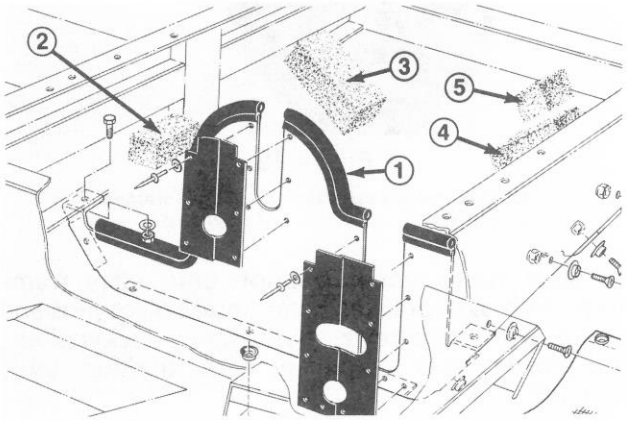
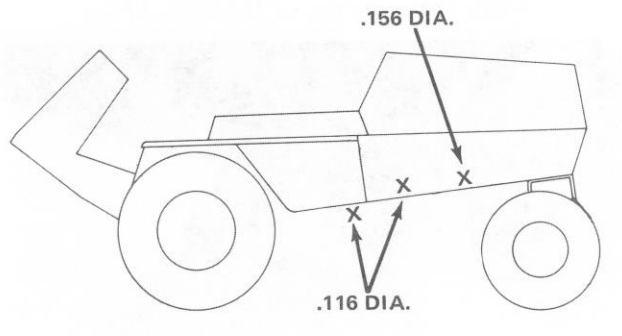

Figure 14
Figure 16
4. Install front engine shield. Tilt the bottom shield forward and lift sliding the rubber inserts over the drive shaft and PTO drive shaft. Bolt shield to channel with 3/8 - 16 x 7/8" bolts, lockwashers and nuts (Fig. 14).
8. Stretch screen up over left side of unit and locate and drill one (1) .116 dia. hole thru bottom flange of left frame channel, just forward of front engine shield (behind battery box) (Fig. 16).
9. Locate and drill one (1) .116 dia. hole thru side channel for middle snap stud (Fig. 16).
10. Locate and drill one (1) .156 dia. hole thru left side frame and engine strap for middle snap stud (Fig. 16).
11. Stretch screen across rear engine strap and locate and drill five (5) .156 dia. holes thru strap.
12. Attach four (4) snap studs in .116 dia. holes with 6-32 self tapping screws and seven (7) snap studs in .156 dia. holes with 6-32 flathead machine screws and locknuts. Snap screen into position on all sides.
13. On right side of engine, insert large rear foam piece between engine and rear engine strap (Fig. 14).
14. On left side of engine, insert large foam piece between engine oil cooler hoses and engine strap. Insert small rear foam piece between engine and oil cooler hoses (Fig. 14).
16. Slide foam engine shields between fuel tank and side channels (Fig. 14).